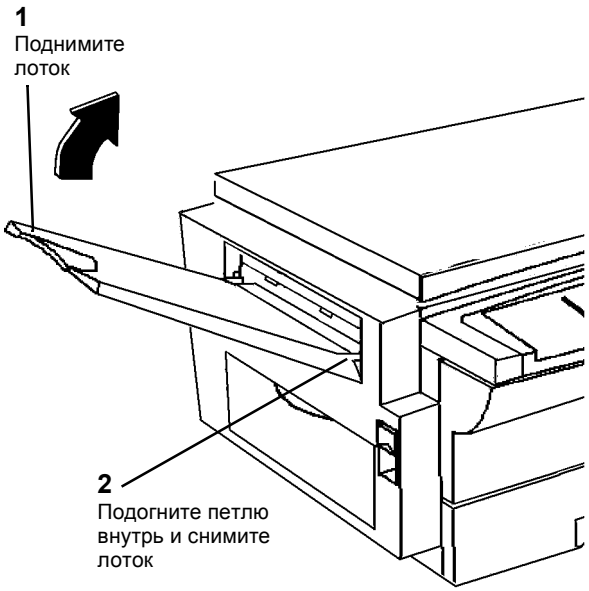

Рисунок 1 Снятие выходного лотка
1. Снимите выходной лоток (Рисунок 1).